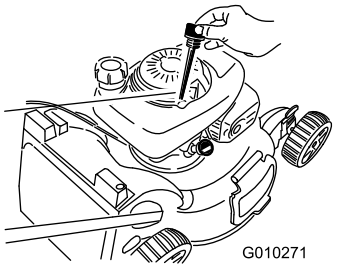

Figuur 22
2. Verwijder de peilstok (Figuur 22).